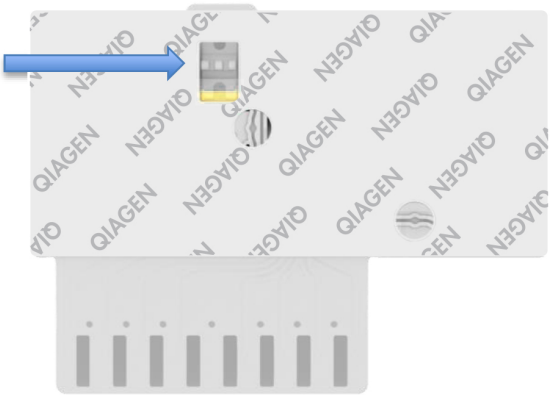

**Figura 10**. Ventana de inspección de muestras (flecha azul).
9. Revise la ventana de inspección de muestras del QIAstat-Dx ME Panel Cartridge para confirmar visualmente que la muestra se ha cargado (figura 10).